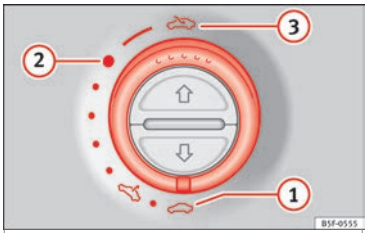

Bild 13 På det inre takfodret: använd vridreglaget för att öppna och stänga
- Öppna: Vrid reglaget till läget »» **bild 13** (3).
- Komfortläge: Vrid reglaget till läget »» **bild 13** (2).
- Stänga: Vrid reglaget till läget »» **bild 13** (1).